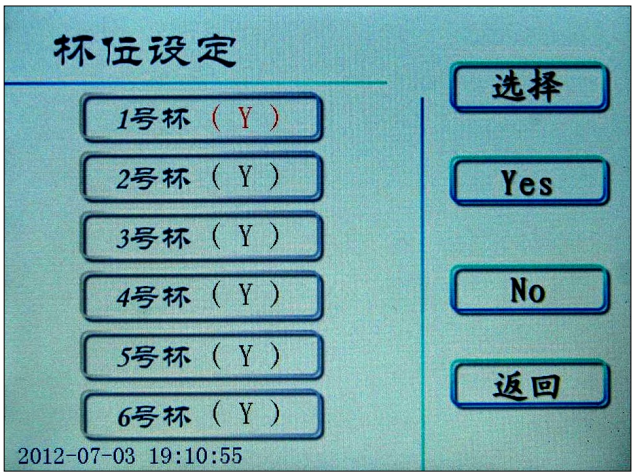

图 12 杯位设定页面
7. 在设置页面，按 杯位设定 键进入杯位设定页面（图 12，按 选择 键选择杯位号，按 Yes 或 No 键命令该杯位进行测定或不测定。